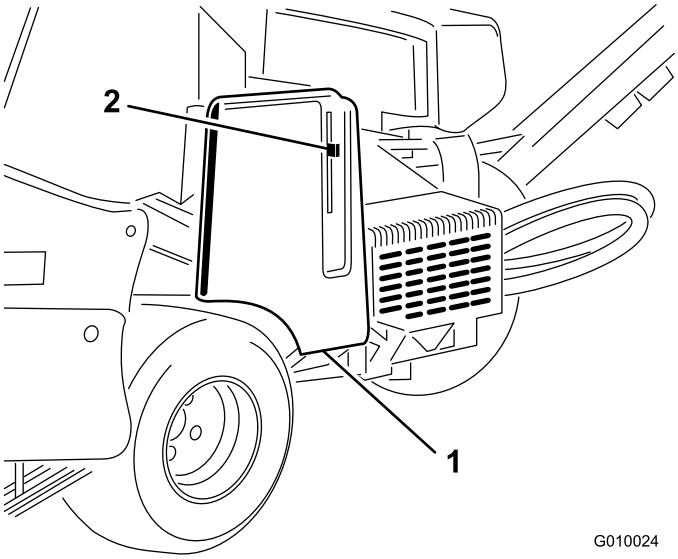

Figuur 18
2. Ontgrendel en verwijder de riemkap (Figuur 18).